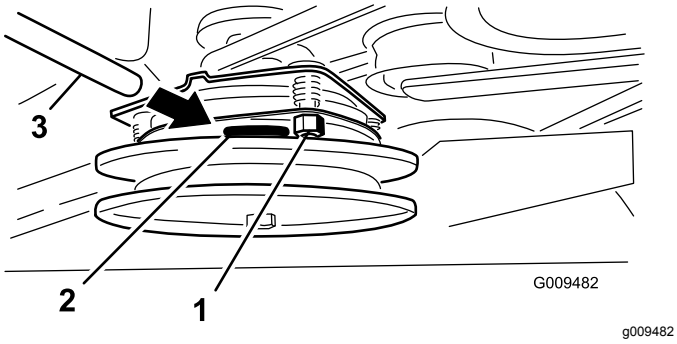

**Figur 60**
3. Tilspænd låsemøtrikkerne, indtil søgeren binder let, men den kan let flyttes inden for luftgabet (Figur 60).